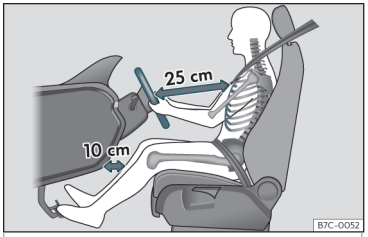

Fig. 1 La separación correcta entre el conductor y el volante debe ser de 25 cm como mínimo (10 pulgadas).
- Ajuste el volante de modo que quede a una distancia de, por lo menos, 25 cm (10 pulgadas) del esternón ››› **fig. 1** y lo pueda sujetar con ambas manos por los lados, por la parte exterior, con los brazos ligeramente flexionados.
- Ajuste longitudinalmente el asiento de forma que pueda pisar a fondo los pedales con las rodillas ligeramente flexionadas y que quede una distancia entre la zona de las rodillas y el tablero de instrumentos de al menos 10 cm (4 pulgadas) ››› **fig. 1**.